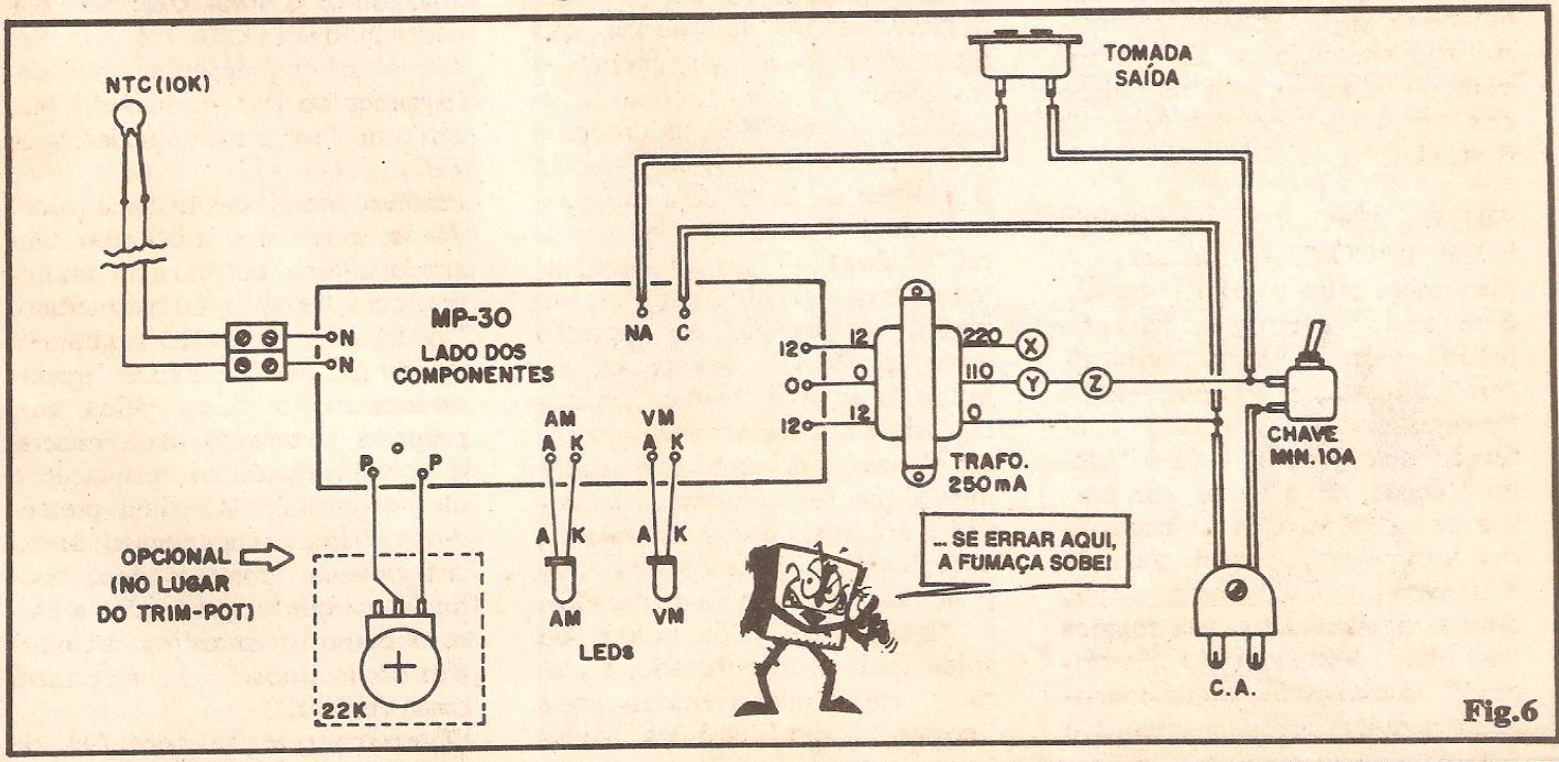

Fig.6
- FIG. 6 - CONEXÕES EXTERNAS À PLACA - A figura mostra a plaquinha ainda pelo lado **não cobreado** (como ocorreu na fig. anterior), só que agora a ênfase é dada aos "periféricos" (tanto que os componentes **sobre** a placa sequer são mostrados...). Atenção aos pontos e itens que merecem maior cuidado: